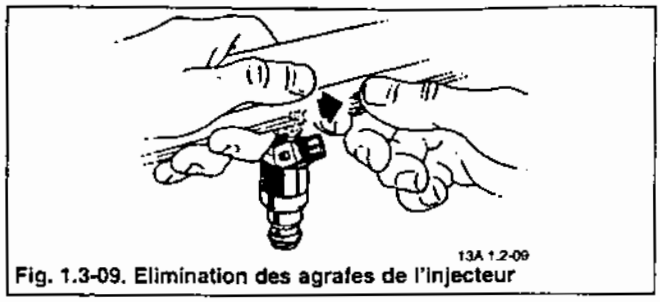

Fig. 1.3-09. Elimination des agrafes de l'injecteur
2. Ôter l'agrafe de l'injecteur (fig. 1.3-09).